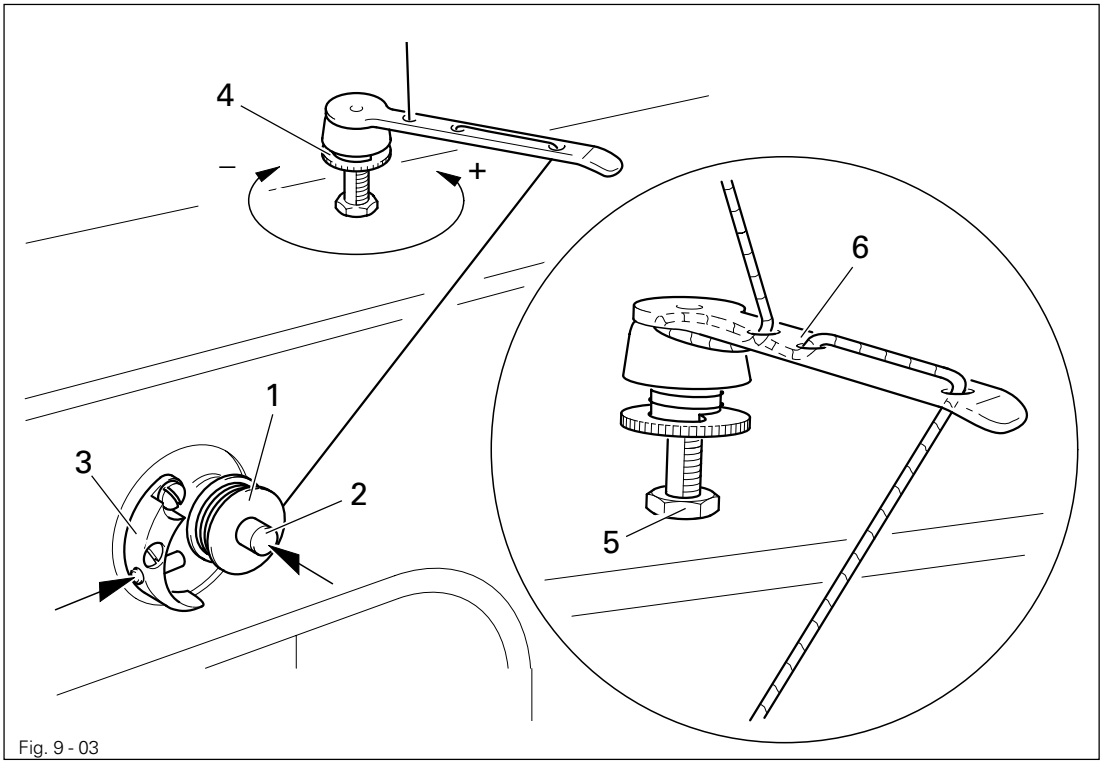

Fig. 9 - 03
- Thread the bobbin as shown in **Fig. 9 - 03** and wind it clockwise around bobbin **1** a few times.